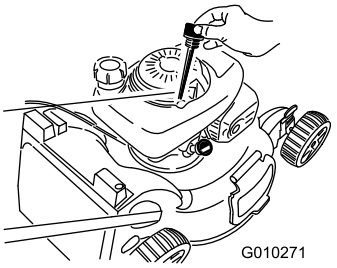

Figur 38
6. Ta ur oljestickan ur oljepåfyllningsröret (Figur 38).